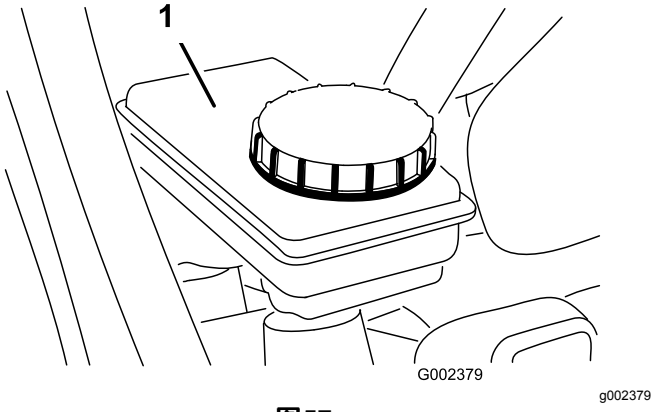

图57
5. 确保油位达到刹车油油箱上的“已满”标记线图57。
6. 如果油位过低请清洁油箱盖的周围取下油箱盖向油箱添加指定刹车油到适当油位图57。